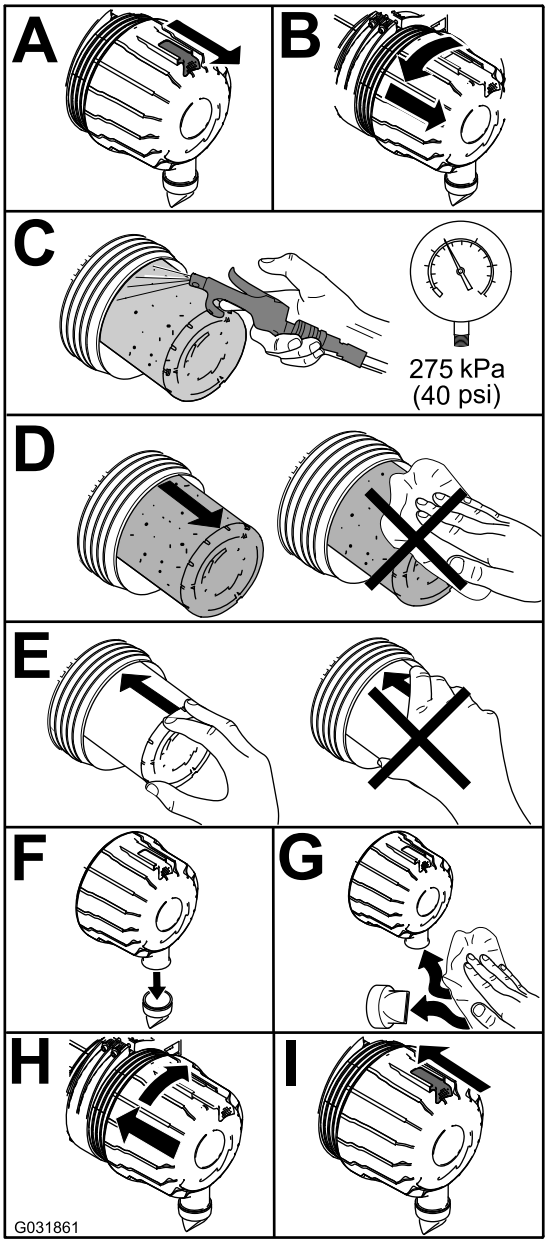

Figuur 46
1. Vervang het luchtfilter (Figuur 46).